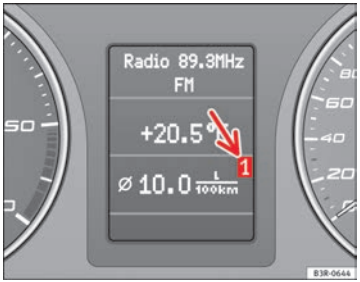

Fig. 59 Onboard computer: memory 1
The numbers in the display ⇒ Fig. 59 indicate which of the two memories is currently in use. A **1** means that the display is showing the information in the single journey memory (onboard computer 1). A **2** means that the display is showing the information in the total journey memory (onboard computer 2).
– Press the reset button (B) repeatedly until the onboard computer (memory 1 or 2) ⇒ Fig. 59 is displayed.